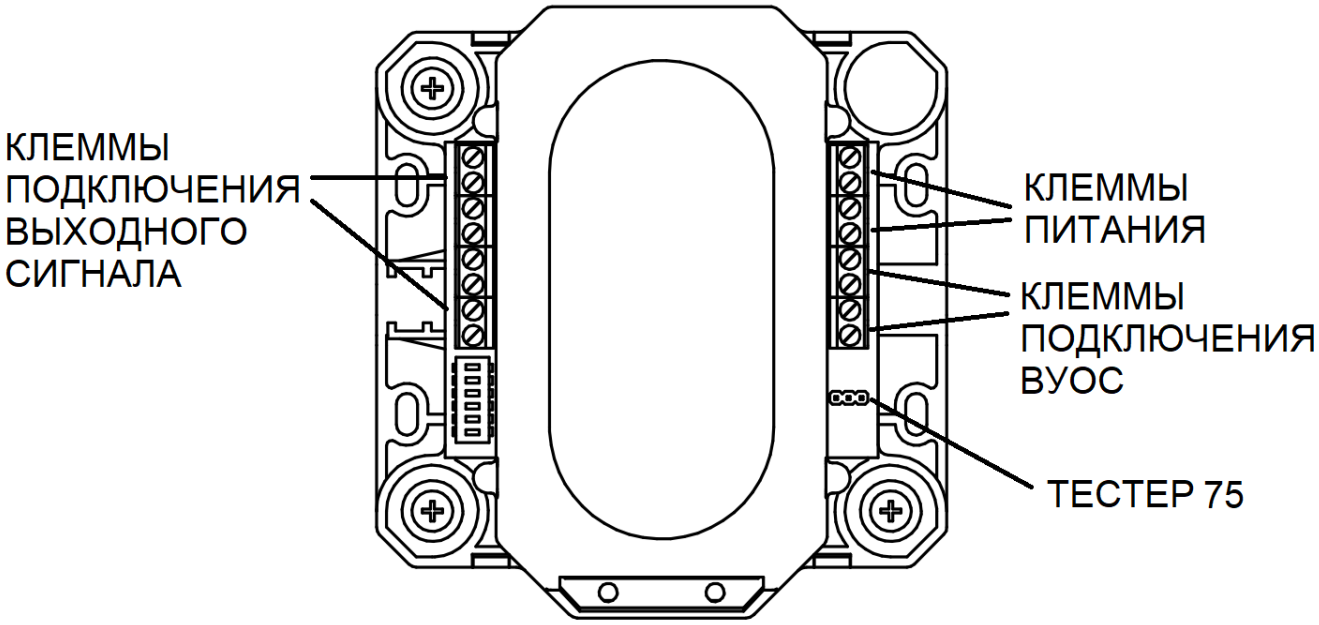

Рисунок 7
3.7.5 Подбор положений приёмо-передатчика производится путём закручивания или откручивания юстировочных винтов углов положения в горизонтальной и вертикальной плоскостях (см. рис.7).